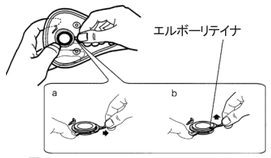

図4-4
⑦ エルボーリテイナを外すため、エルボーリテイナの端を下げ、反対側を横に引き（図4-4 a）、さらに持ち上げて（図4-4 b）、エルボーから外してください。エルボーとエルボーリテイナをマスクフレームから外してください。